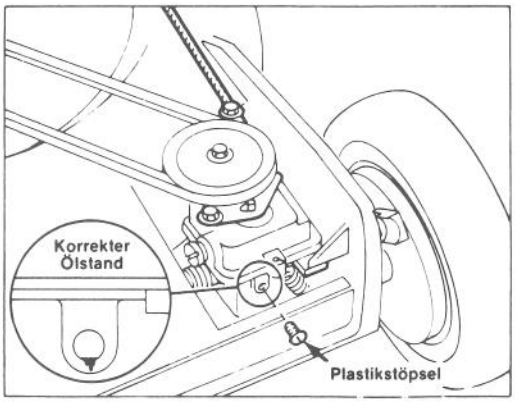

Abbildung 16
2. ÜBERPRÜFUNG DES GETRIEBEÖLSTANDS (Abb. 16) — Mäher auf ebenen Boden stellen und um den Plastikstöpsel herum säubern. Plastickstöpsel entfernen und auf das Heraussickern des Öls aus dem Loch achten. Wenn Getriebeöl heraussickert, unverzüglich den Plastickstöpsel